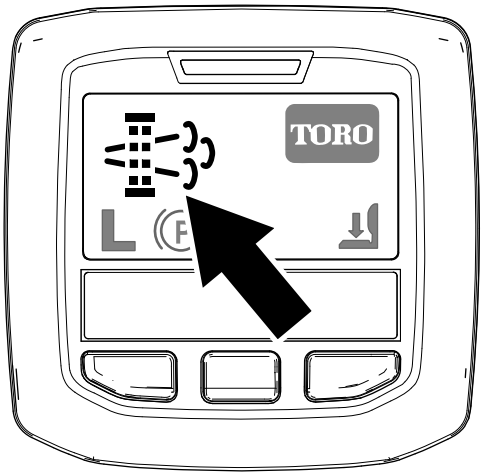

Figur 27
- Symbolen för begäran om parkerad regenerering visas i InfoCenter (Figur 27).